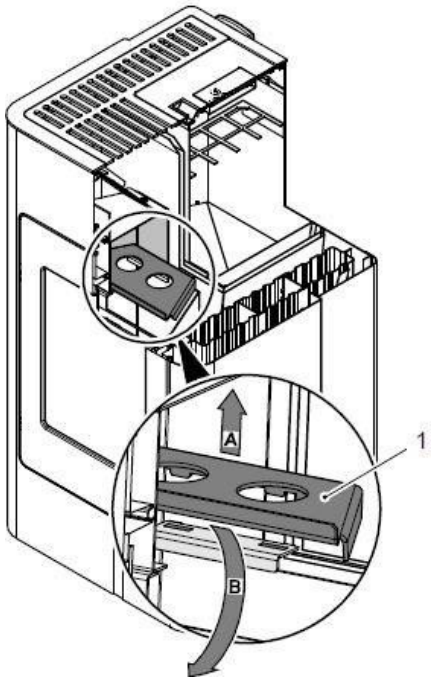

Abbildung 2a: Demontage der Zugumlenkung
- Durch Anheben die Zugumlenkung (1) aus der Führung aushängen (A). Somit kann die Zugumlenkung entnommen (B) und der obere Bereich der Brennkammer gereinigt werden (siehe Abb. 2a).